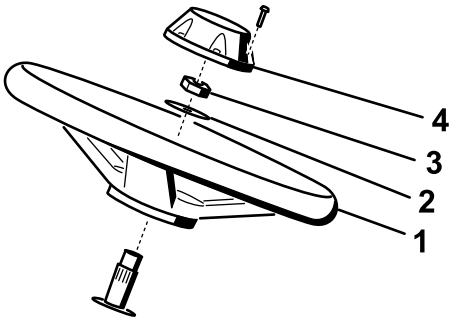

**Figur 4**
1. Trä på ratten på styraxeln (Figur 4).
2. Trä på brickan på styraxeln (Figur 4).
3. Fäst ratten på axeln med kontramuttern och dra åt den till 27–35 Nm (Figur 4).
4. Montera kåpan på ratten och fäst den med en skruv (Figur 4).